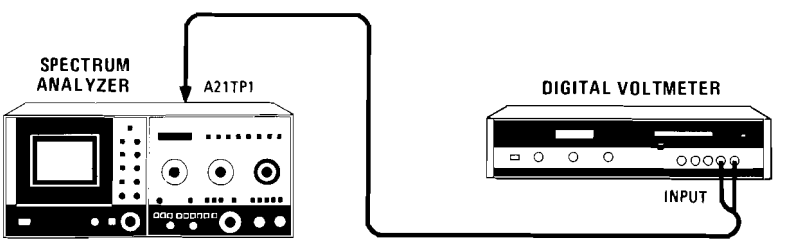

Figure 5-14. Horizontal and Vertical Gain Adjustments Test Setup
b. Reconnect power cord, set LINE switch ON, connect equipment as shown in Figure 5-14, and set 8565A controls as follows: